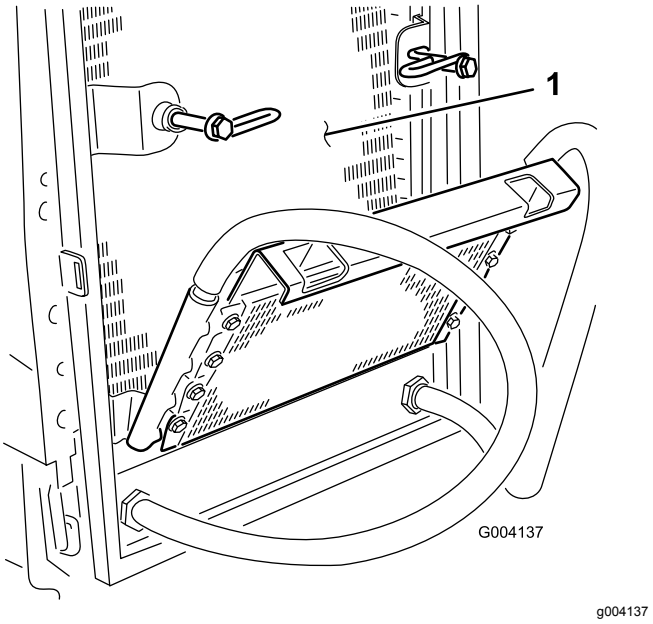

**Figuur 53**
7. Reinig de radiateur met perslucht met lage druk (3,45 bar). Doe dit vanaf de ventilatorzijde van de radiator (geen water gebruiken). Reinig vervolgens de voorkant van de radiateur en doe dit ook vanaf de ventilatorzijde. Maak beide kanten van de oliekoeler grondig schoon. Nadat u de radiateur en oliekoelers grondig hebt schoongemaakt, dient u met perslucht het vuil te verwijderen dat zich kan hebben opgestapeld op andere onderdelen van de machine (Figuur 53).